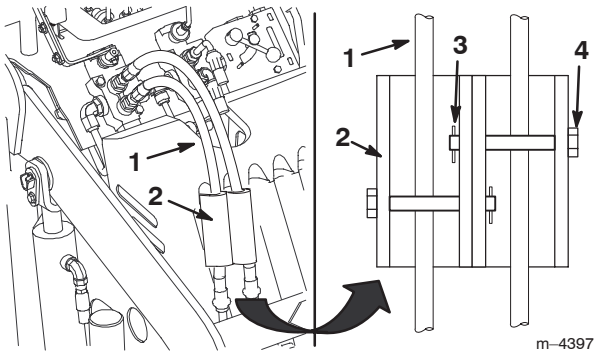

Figure 11
7. Install the cylinder locks over the hydraulic hoses and secure them with the clevis pins and cotter pins (Fig. 11).